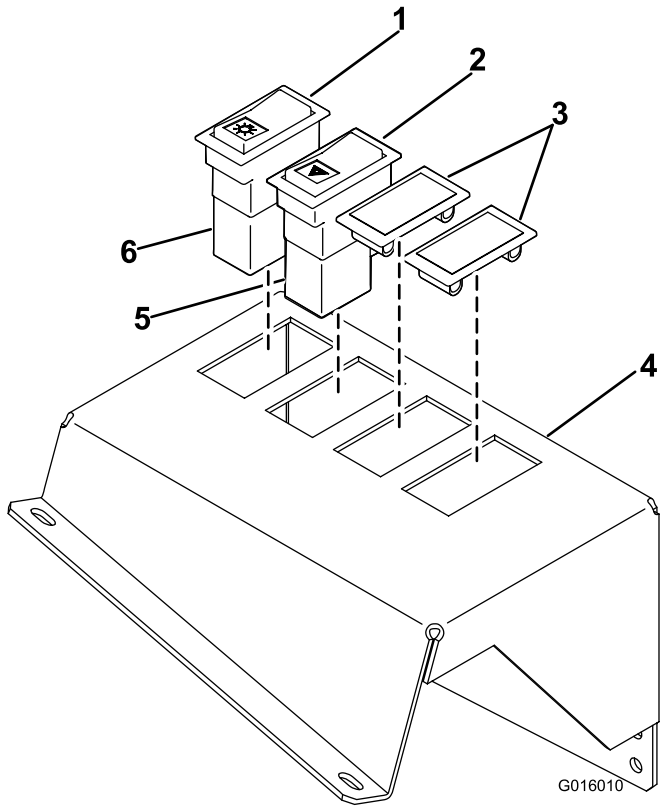

**Figura 10**
3. Introduzca a presión el interruptor de las luces de emergencia, el interruptor de los faros, y 2 tapones en el panel de interruptores, según se indica (Figura 10).